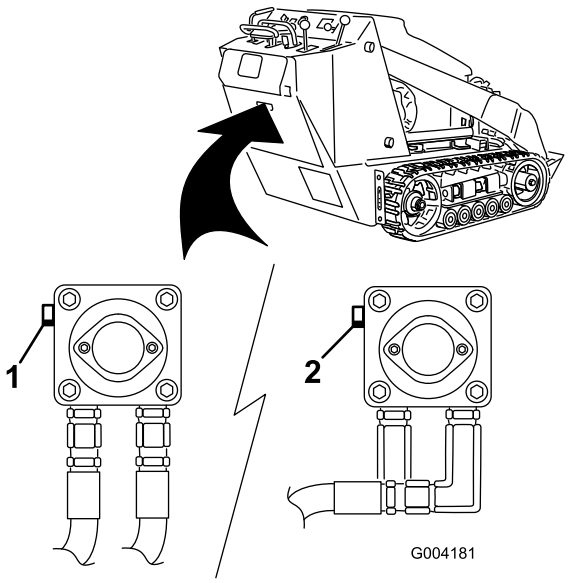

**Figur 22**
3. Använd en skruvnyckel och vrid bogserventilerna på hydraulpumparna två varv motsols (Figur 22).